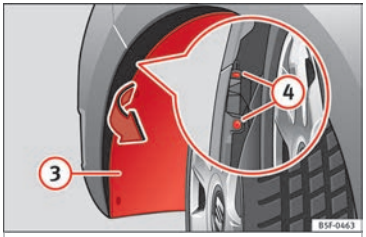

Fig. 113 Faro antiniebla: acceso al conector y al portalámparas.
– Tire del pasarrueda ③ ››› **fig. 113** para dar acceso a los 2 tornillos ④ ››› **fig. 113** del parachoques que quedan escondidos.